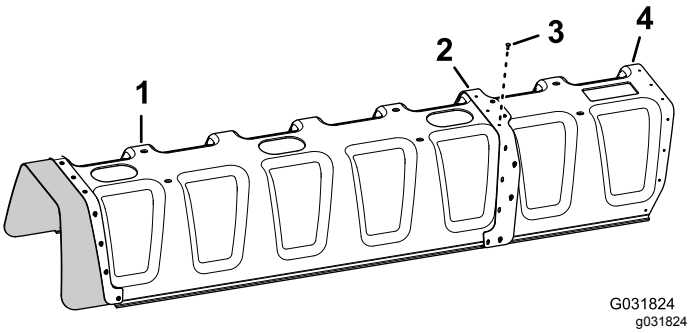

Figuur 148
4. Bevestig het verlengstuk van de afdekking aan de spuitboomafdekking voor 11 spuitdoppen (Figuur 148); gebruik hierbij 11 popnagels (Toro onderdeelnummer 114439).